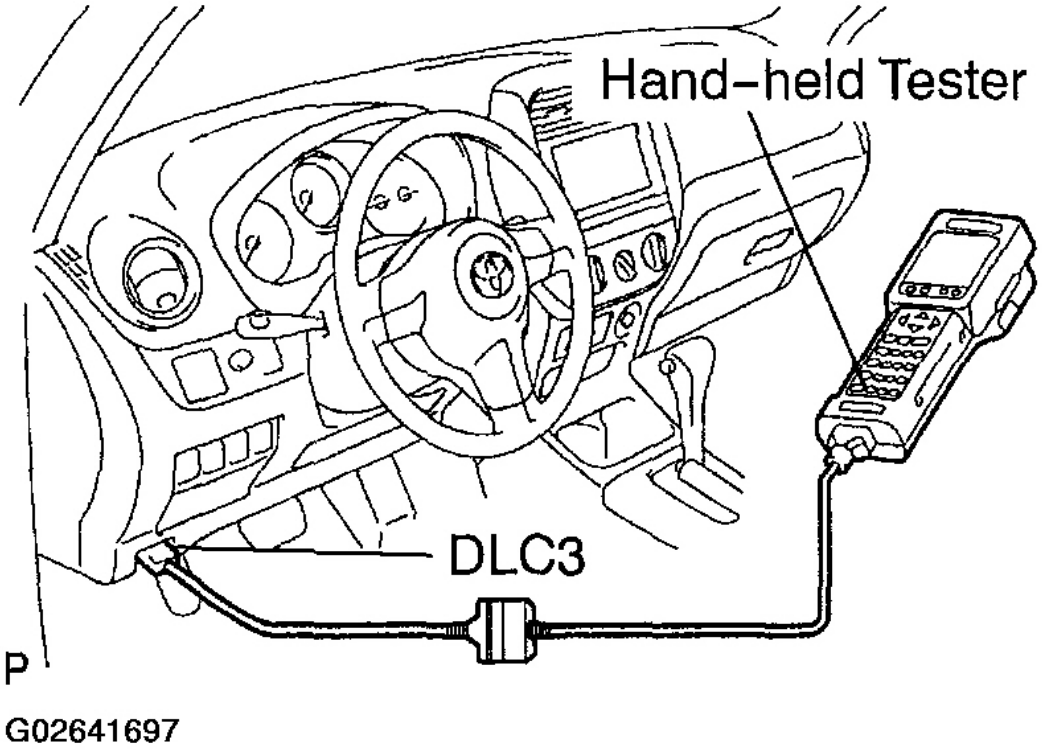

Fig. 4: Connecting Hand-Held Tester To Data Link Connector (DLC3)
1. Connect the hand-held tester or the OBD II scan tool to DLC3. (See **Fig. 4**).
3. Connect the hand-held tester to the DLC3. (See **Fig. 4**).